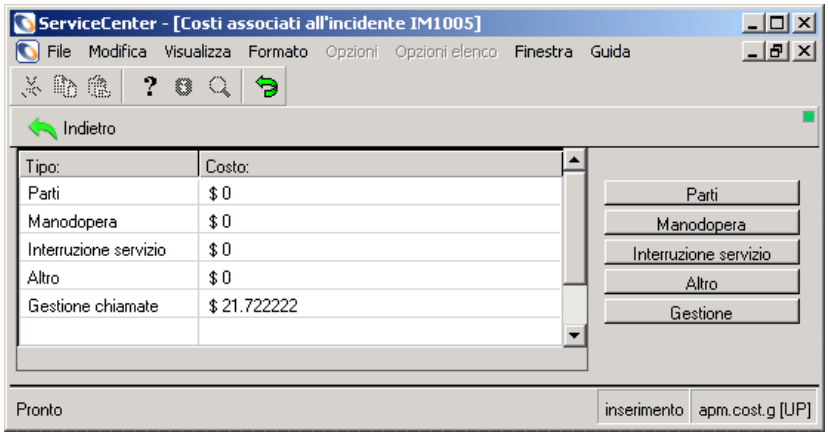

Figura 9-50: Costi associati all'incidente
2. Scegliere **Opzioni** > **Mostra costi**. La Figura 9-50 mostra una tabella di costi per il ticket di incidente.